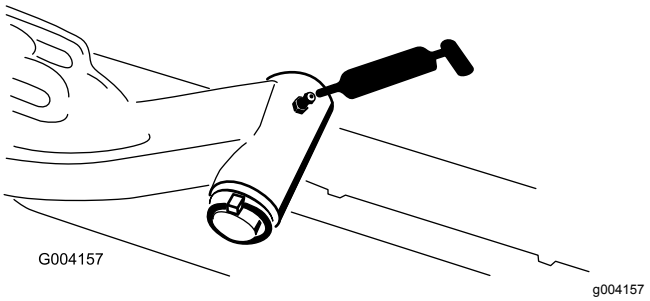

Figur 30
- Svingaksel for løftearm (1 hver) – Figur 30